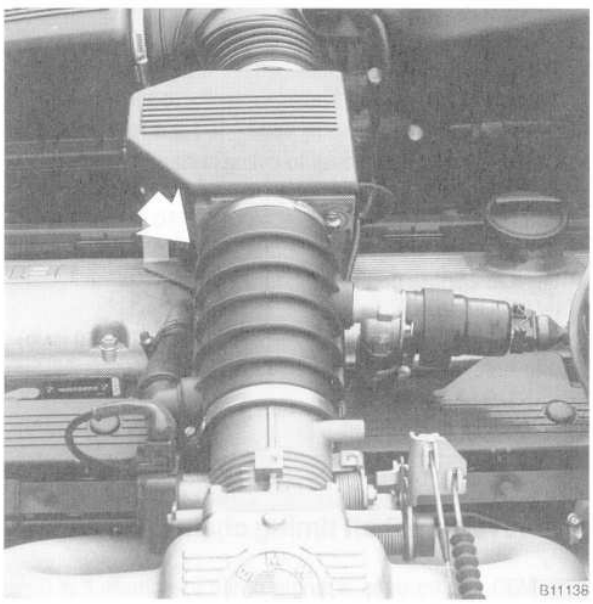

Fig. 22. Intake air boot to be removed (**arrow**).
4. Loosen the intake air boot hose clamps at the intake manifold, the air flow sensor, and the air cleaner. Remove the boots while disconnecting any hoses or fittings in the boots. See Fig. 22.